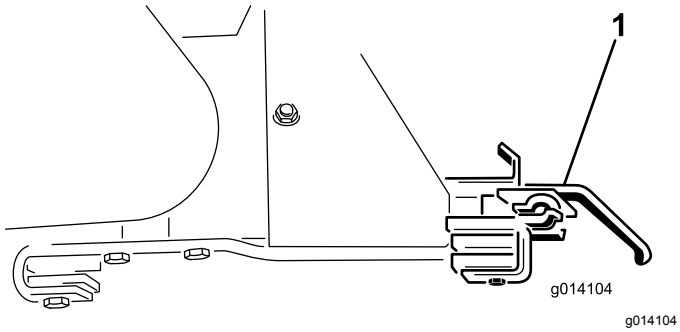

Figur 58
18. Afmonter de 2 tilbehørsbeslag (Figur 58).